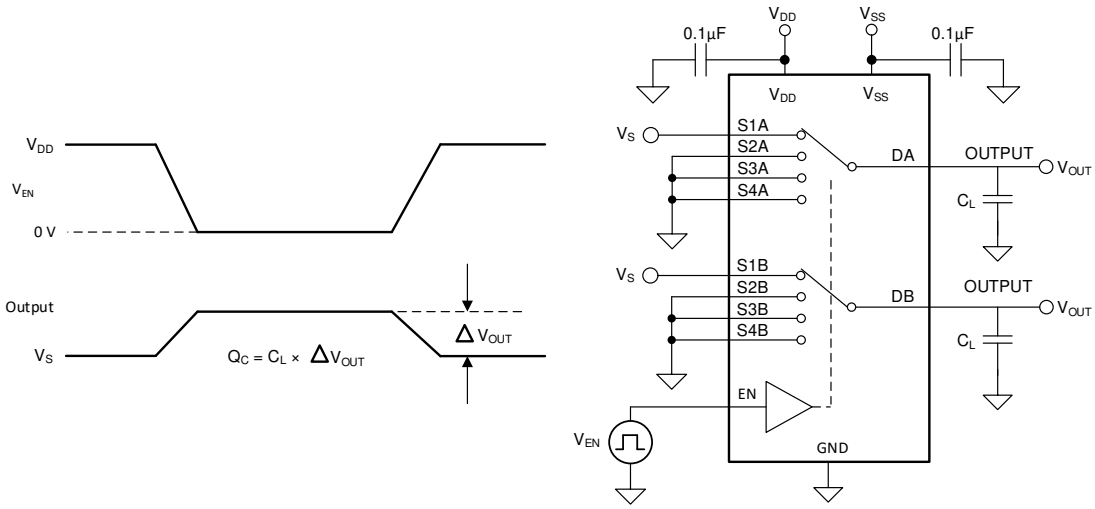

Figure 6-7. Charge-Injection Measurement Setup
The TMUX1109 has a transmission-gate topology. Any mismatch in capacitance between the NMOS and PMOS transistors results in a charge injected into the drain or source during the falling or rising edge of the gate signal. The amount of charge injected into the source or drain of the device is known as charge injection, and is denoted by the symbol Q_C. Figure 6-7 shows the setup used to measure charge injection from source (Sx) to drain (D).